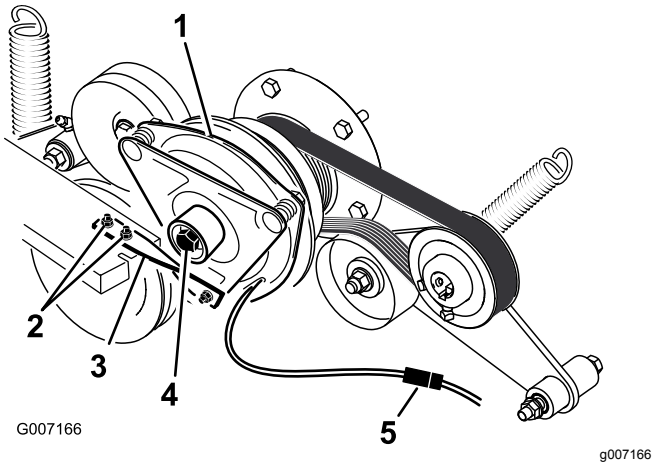

Rysunek 76
6. Odłącz złącze elektryczne sprzęgła (Rysunek 76).
7. Odkręć 2 śruby mocujące gumowy pasek sprzęgła do ramy kosiarki (Rysunek 76).
8. Odkręć śrubę środkową mocującą sprzęgło do wału silnika, a następnie wyjmij sprzęgło i klucz (Rysunek 76).
15. Trzymając wał korbowy z tyłu maszyny, zamontuj śrubę środkową i dokręć ją momentem 68 N-m (Rysunek 76).
16. Zamocuj gumowy pasek sprzęgła do ramy kosiarki za pomocą 2 wcześniej odkręconych śrub i nakrętek (Rysunek 76).
18. Podłącz złącze elektryczne sprzęgła (Rysunek 76).